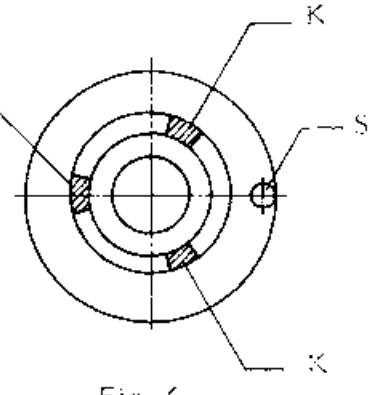

Fig. 6
* Turn the wheel through 90° at a time and see if it is balance. If not, the correction weight "K" must be moved until the wheel is in balance in any position (Fig. 6)